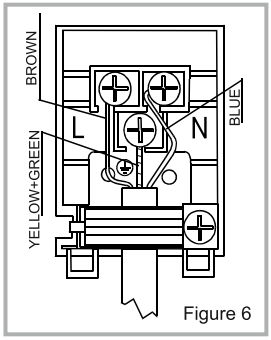

Figure 6
- The earthing cable must be connected via the screw with the earthing mark. Supply cable connection must be as shown in Figure 6. If there is no earthed outlet conforming to regulations in the installation environment, call the Authorized Service immediately.